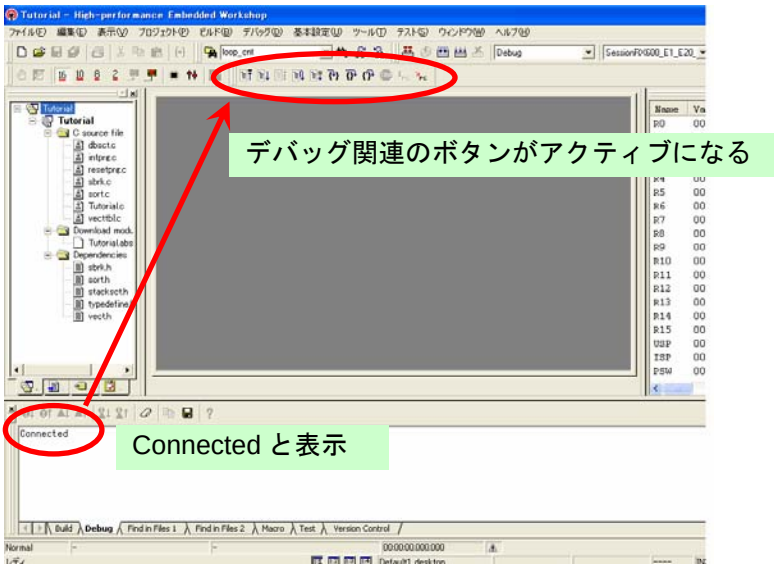

図 4.9　エミュレータ接続の確認
(4) 正常に接続が完了すると、図 4.9のようにアウトプット画面に「Connected」が表示され、画面上部のデバッグ関連のボタンがアクティブになります。